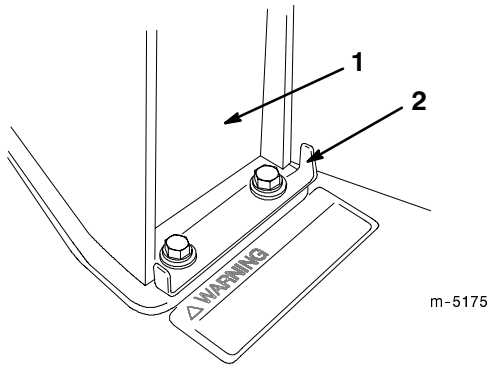

**Figure 17**
**Note:** The bag door latch should straddle the door handle, and the bottom of the bag door should engage the lower tunnel bracket (Fig. 17).